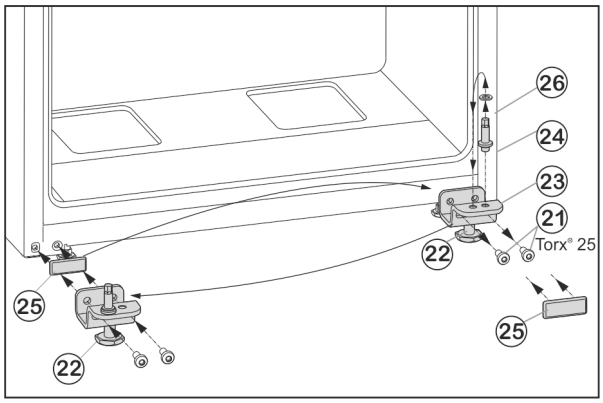

Fig. 7
- ▶ Befestigungsschrauben *Fig. 7 (21)* abschrauben.
- ▶ Lagerbock unten *Fig. 7 (23)* komplett mit Lagerbolzen *Fig. 7 (24)*, Scheibe *Fig. 7 (26)* und Stellfuß *Fig. 7 (22)*, abnehmen.
- ▶ Lagerbolzen *Fig. 7 (24)* komplett mit Scheibe *Fig. 7 (26)* abschrauben, in das gegenüberliegende Aufnahmeloch des Lagerbocks umsetzen und wieder festschrauben.
- ▶ Abdeckplatte *Fig. 7 (25)* vorsichtig abnehmen und auf die Gegenseite umsetzen.
- ▶ Lagerbock unten *Fig. 7 (23)* komplett mit Lagerbolzen *Fig. 7 (24)*, Scheibe *Fig. 7 (26)* und Stellfuß *Fig. 7 (22)* auf der neuen Scharnierseite ggf. mit Hilfe eines Akkuschraubers **fest (mit 4 Nm)** wieder anschrauben.
- ▶ Untere Tür von oben auf Lagerbolzen *Fig. 7 (24)* aufsetzen.
- ▶ Stellfuß *Fig. 7 (22)* am Lagerbock unten *Fig. 7 (23)* herausdrehen, bis er auf dem Boden aufliegt.